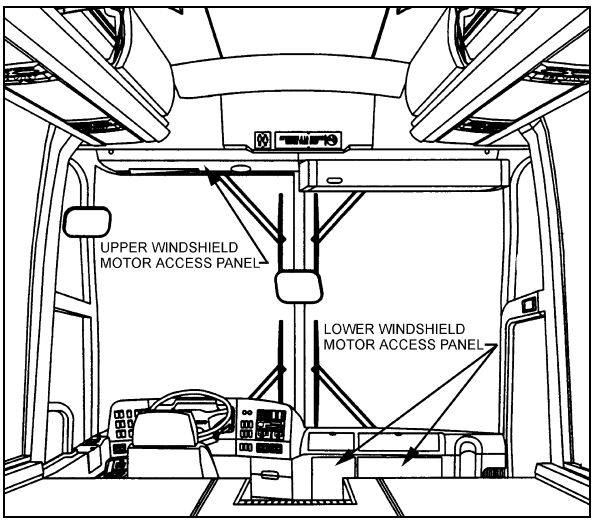

FIGURE 29: WIPER MOTORS LOCATION 23319
The windshield wipers are controlled by two electric wiper motors that are accessible for maintenance after raising the appropriate access panel at the front of the coach (refer to figure 29).
7. Install the left wiper arm in its normal position (in the middle of the windshield (Fig. 29)). Refer to paragraph ‘’9.2.1 Sweep Adjustment’’.
The lower windshield wiper motor is located at lower front of the vehicle, behind the defroster panel. Refer to figure 29 for motor location.
The upper windshield wiper motor is located above L.H. upper windshield panel, refer to figure 29 for motor location. To remove the motor, it is necessary to remove left sun visor and upper windshield panel.